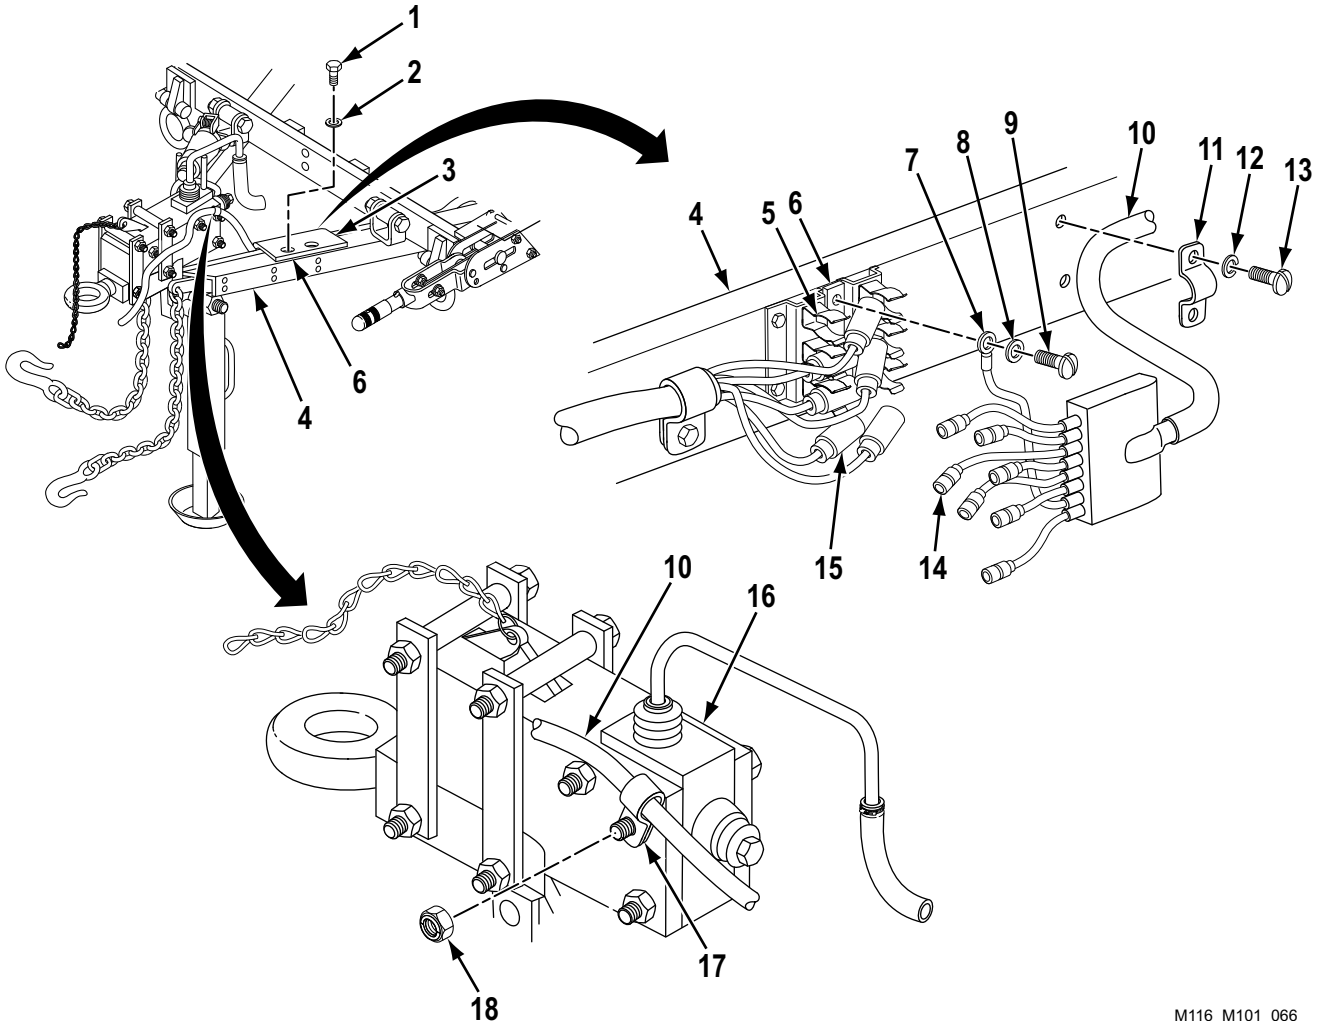

Figure 2. Intervehicular Cable Replacement.
1. Position intervehicular cable (Figure 2, Item 10) along roadside drawbar (Figure 2, Item 4).
2. Install ground terminal (Figure 2, Item 7) on drawbar (Figure 2, Item 4) with new lockwasher (Figure 2, Item 8) and screw (Figure 2, Item 9).
3. Connect chassis wiring harness connectors (Figure 2, Item 15) to intervehicular cable connectors (Figure 2, Item 14). Place connectors (Figure 2, Items 14 and 15) in clips (Figure 2, Item 5).
4. Install retaining strap (Figure 2, Item 11) on intervehicular cable (Figure 2, Item 10) and roadside drawbar (Figure 2, Item 4) with two new lockwashers (Figure 2, Item 12) and screws (Figure 2, Item 13).
5. Install loop clamp (Figure 2, Item 17) on intervehicular cable (Figure 2, Item 10). Install loop clamp (Figure 2, Item 17) on hydraulic brake actuator assembly (Figure 2, Item 16) with new self-locking nut (Figure 2, Item 18).
6. Install cover (Figure 2, Item 3) on junction box (Figure 2, Item 6) at roadside drawbar (Figure 2, Item 4) with four new lockwashers (Figure 2, Item 2) and screws (Figure 2, Item 1).